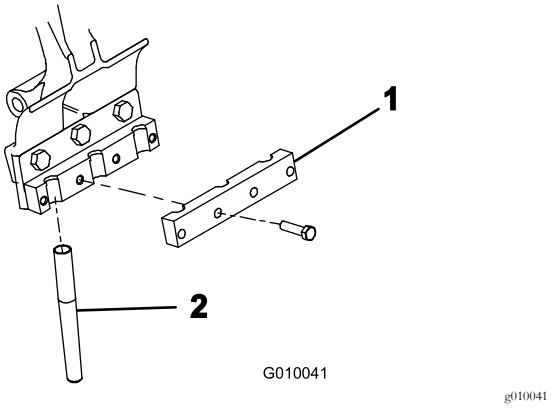

Rysunek 24
5. Luźno zamocuj zacisk zęba do każdego uchwytu zęba za pomocą 4 śrub (3/8 x 1-1/2 cala) (Rysunek 24). Nie dokręcaj śrub.